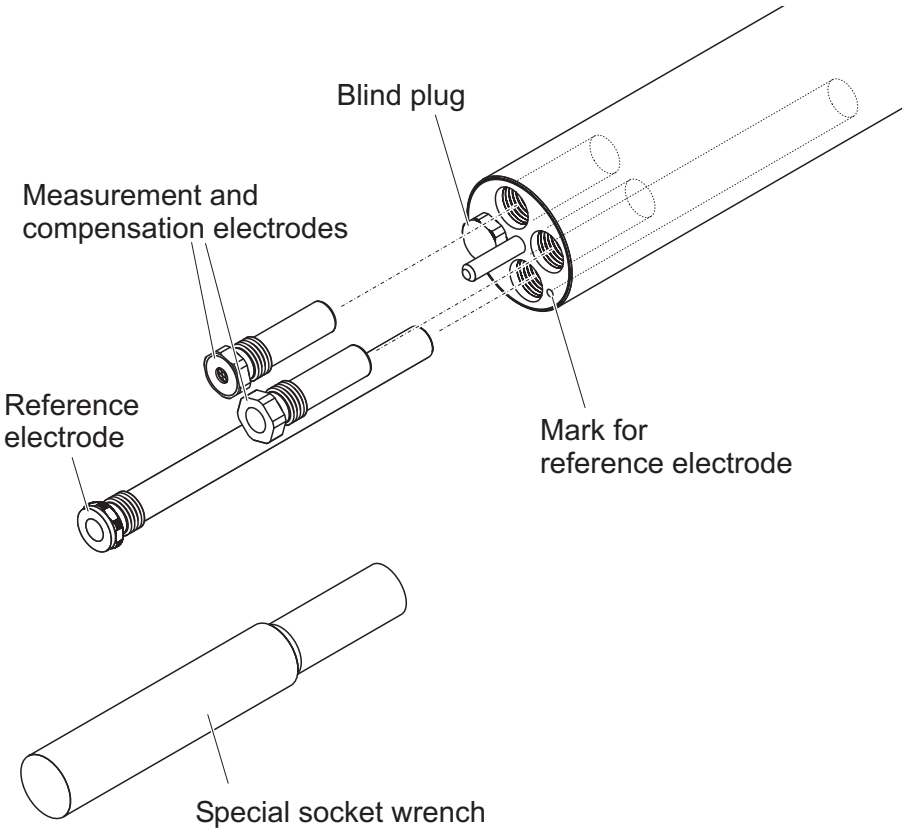

Fig. 3-3 Utrusta givaren med elektroder.
- Uttaget för referenselektroden är markerat med en nedsänkning. Den sträcker sig klart djupare in i givaren än de andra tre uttagen (se Fig. 3-3).